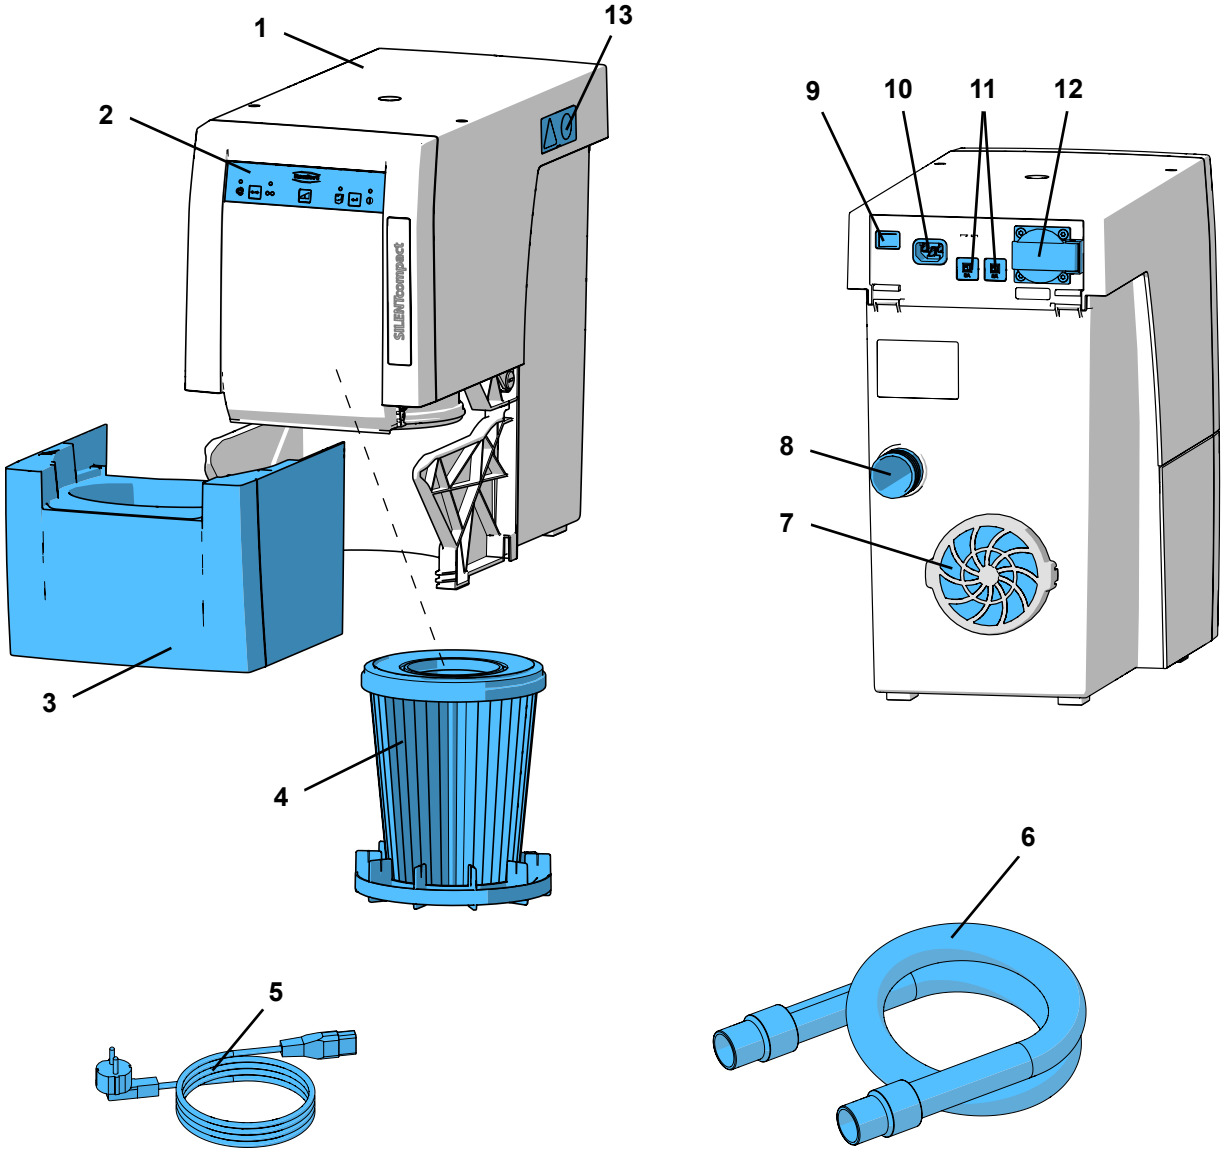

Fig. 1
- The exhaust vent (7, Fig. 1) is not blocked.
⇒ Connect the power cable (5, Fig. 1) to the power supply (10).
⇒ Insert the suction tube (6, Fig. 1) into the suction port (8).